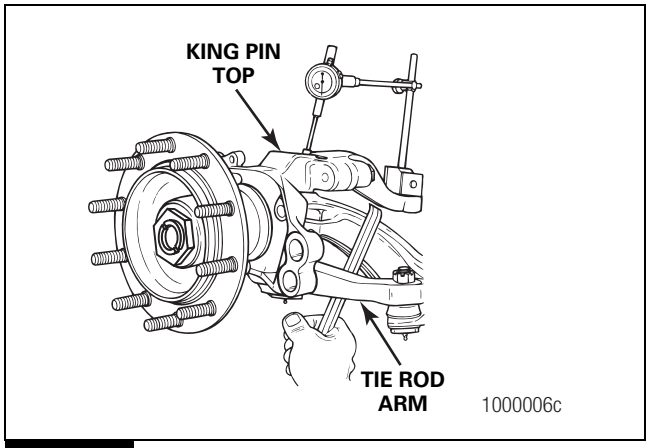

Figure 3.5
2. Place a pry bar between the tie rod arm and the axle beam. Figure 3.5.